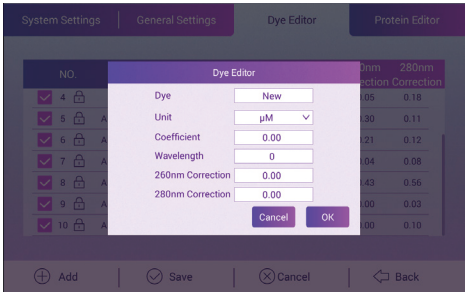

FIG.29
(1) Adding user-defined proteins: Click "Add" button to automatically add a custom protein at the bottom;
(2) Edit user-defined proteins: Select a row and click it to enter editing status, as shown in FIG.29.